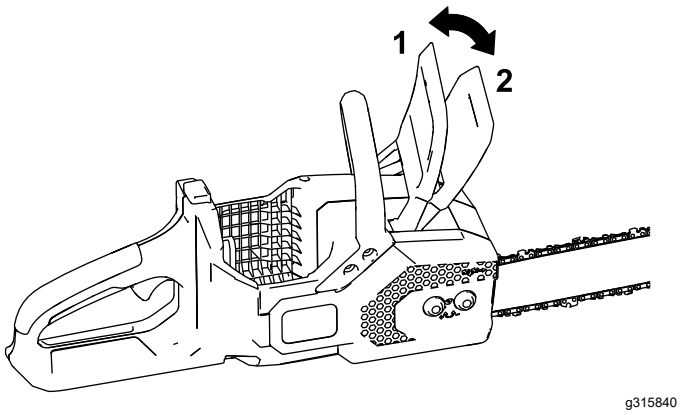

Figura 27
2. Ponga el freno de la cadena moviendo el freno de la cadena hacia adelante a la posición de PARADA (Figura 27).
4. Quite el freno de la cadena moviendo el freno de la cadena hacia atrás, a la posición de MARCHA (Figura 27).
4. Asegúrese de que el freno de la cadena esté en la posición de MARCHA (Figura 27).